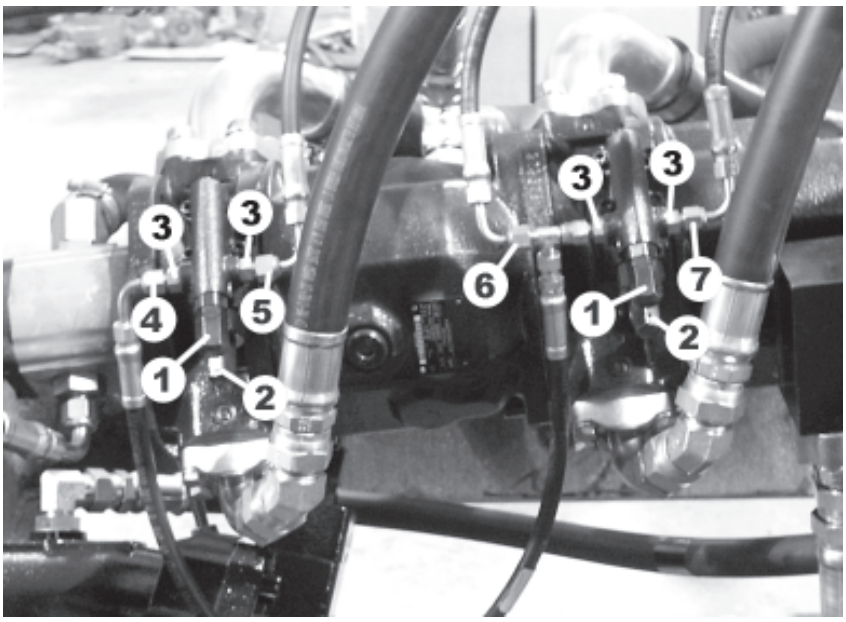

Figure 9
1) Check the orifice in load sense line fitting(s) attached to auxiliary hydraulic pump(s) load sense compensator valve.(see figure 9 item 3).
a) Check and/or set the stand-by pressure. With the engine shut off, remove the load sense lines from the compensators and cap them off. (see figure 9 item 4,5,6& 7) for the location of the lines. Check and set stand-by pressure using correct proceedure in operation manual for machine. If proper stand-by pressure is obtained and remains steady with no fluctuating, proceed with step (b). If proper stand-by pressure is not achieved, possible pump and/or compensator problem.